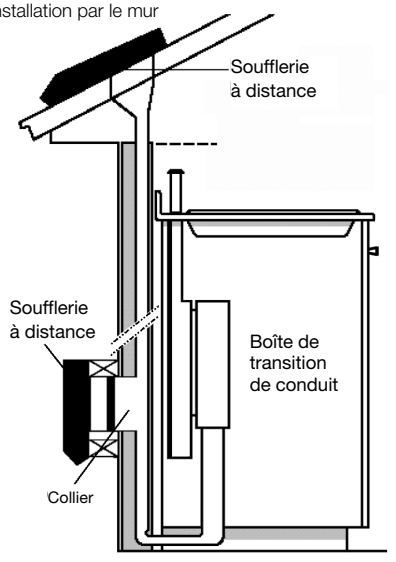

Fig. 3
F. Vérifier les chemins de conduit potentiels et choisir le plus court possible depuis l'appareil au mur extérieur ou au toit par un mur intérieur et le grenier. À des fins d'aide, des installations de conduit typiques sont montrées aux figures 3 à 6. L'installation pour un îlot requiert un conduit sous le plancher. Les emplacements péninsules requièrent habituellement des conduits latéraux par les armoires ou sous la base des armoires. Il faut prendre en considération les interférences potentielles des conduits par la structure de l'édifice (montants de plancher ou de mur) et les services publics (câblage électrique, eau, gaz, ou conduites d'égout, etc.).
Les figures 3 à 6 sont des exemples de conduits possibles